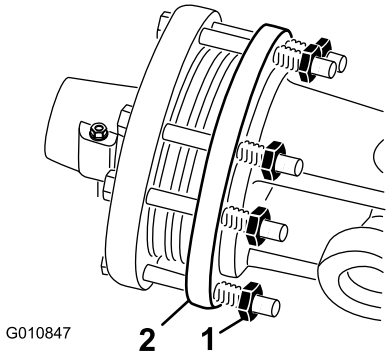

Figuur 35
1. Draai aan het einde van het seizoen beide moeren van de koppeling 2 slagen los (Figuur 35).